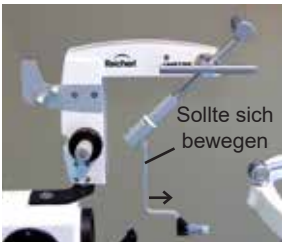

Abbildung CA-10
8. Der Druckarm sollte sich von der frei beweglichen Zone zum Anschlagpunkt in Richtung des Patienten (Prismenseite) bewegen. Siehe Abbildung CA-10.
15. Der Druckarm sollte sich von der frei beweglichen Zone zum Anschlagpunkt in Richtung des Patienten (Prismenseite) bewegen. Siehe Abbildung CA-10.
22. Der Druckarm sollte sich von der frei beweglichen Zone zum Anschlagpunkt in Richtung des Patienten (Prismenseite) bewegen. Siehe Abbildung CA-10.